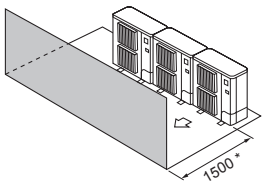

Fig. 2-15
③ Obstacles uniquement à l'avant (Fig. 2-15)